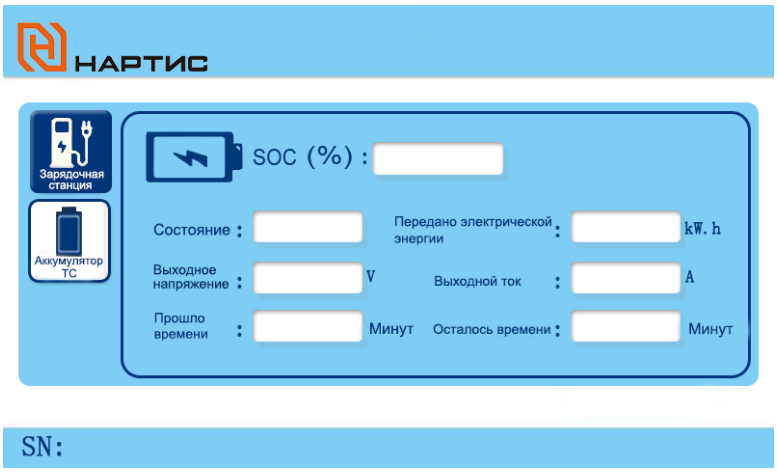

Рисунок 8 – Интерфейс мониторинга зарядки
2.3.1.5 На экране зарядной станции появится окно мониторинга зарядки (рисунок 8). Зарядка ЭТ начнется автоматически или будет указана причина отказа.
Окно мониторинга зарядки (рисунок 8) и состояния зарядки аккумулятора (рисунок 9) на экране зарядной станции доступны при нажатии кнопки используемого коннектора.